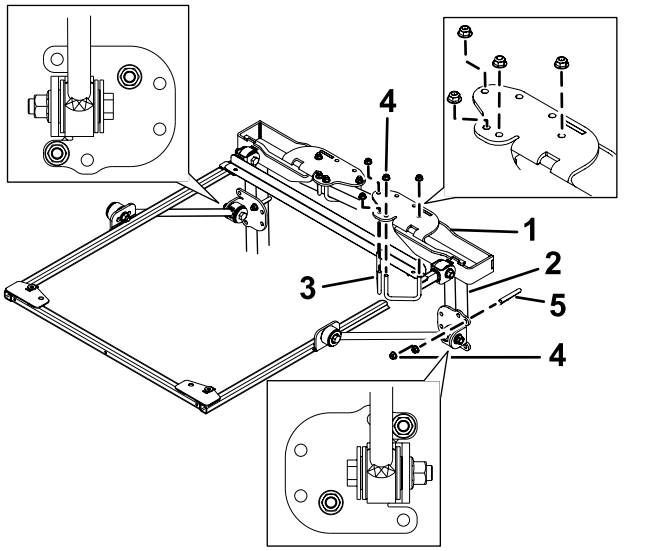

Figur 32
4. Anbring styrtbøjlens monteringsbeslag på toppen af traktionsenhedens styrtbøjle (Figur 32). Sørg for, at styrtbøjlen er placeret i midten af styrtbøjlens monteringsbeslag.
5. Brug de monteringshuller, der er vist i Figur 32, og fastgør hvert af styrtbøjlens monteringsbeslag til toppen af styrtbøjlen med 2 bøjleskruer (2-3/4 tommer) og 4 flangemøtrikker.
6. Brug de monteringshuller, der er vist i Figur 32, og fastgør løst hvert af afstiverbeslagene til styrtbøjlestiverne med en bøjleskrue (4 tommer) og 2 flangemøtrikker.